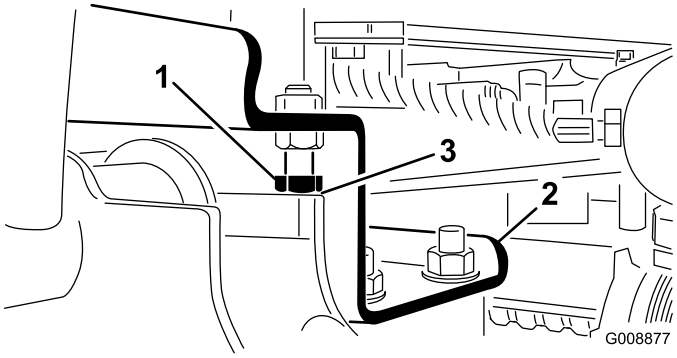

Figur 11
A. Skru stoppeboltene tilbake (Figur 11).
2. Kontroller at klaringen mellom hver løftearm og stoppbolt er 0,13 til 1,02 mm (Figur 11). Hvis klaringen ligger utenfor dette området, må du justere stoppboltene for å få riktig klaring.